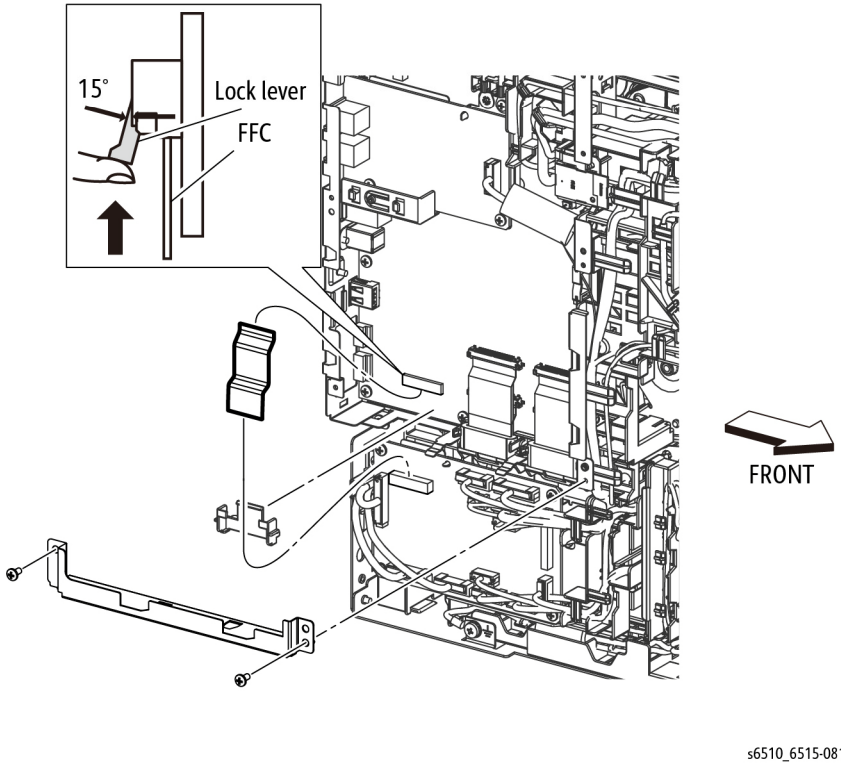

Figure 1 Remove the ESS MCU FFC (SFP)
2. Refer to Figure 1 to remove the two screws (silver, M3x6mm) attaching the ESS Lower Plate and remove the plate.
NOTE: *In the following step, when releasing the lock lever on the FFC connector, slightly open the lock lever to 15 degrees until the lock lever contacts the FFC connector as shown in Figure 1. After releasing the lock lever, hold the lever while gently pulling the FFC from the connector.*